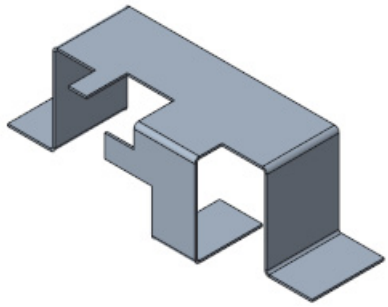

Figure 14-97 *Model showing the flange wall*
5. Choose the **OK** button from the **Flange** dashboard to complete the creation of the feature. The model similar to the one shown in Figure 14-97 is displayed in the drawing area.